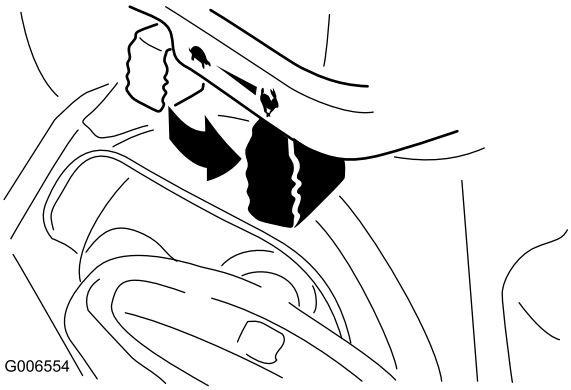

Rysunek 25
6. Ustaw przepustnicę w pozycji Szybko (Rysunek 25).